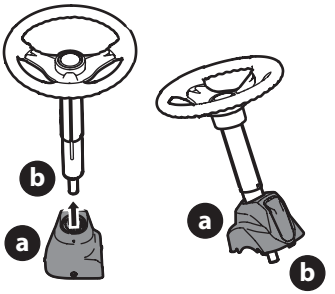

Figure 1
1. Faites glisser le capuchon sur la colonne de direction de façon que, lorsque l'arbre de direction est installé sur la tondeuse à siège, le capuchon se présente comme ci-dessous (Figure 1).